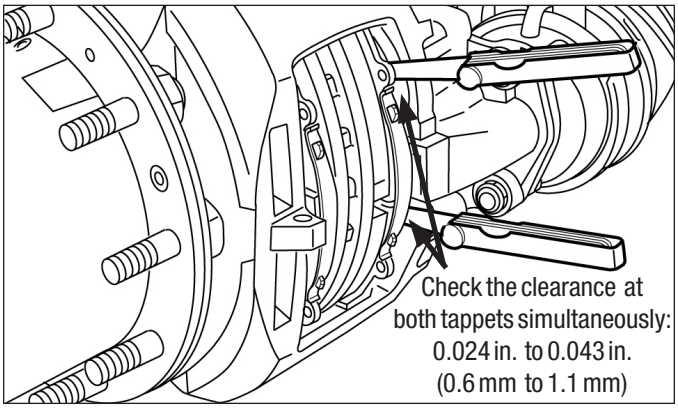

Figure 16 – Running Clearance Check
Remove the wheel. With the spring brakes released or caged, push the caliper assembly inboard on its guide pins. *Note: To fully release the spring brakes, ensure that the air system pressure is at least 90 psi.* Using a suitable tool (for example a large flat-blade screwdriver), press the inboard pad (12) away from the tappets. Check that there is no dirt, etc. in the gap, and clean if necessary. Then use two long-blade feeler gauges to measure – over the whole tappet surface – the gap between them and the inboard pad backplate. (*See Figure 16.*) The gap should be between 0.024 in. (0.6 mm) and 0.043 in. (1.1 mm). **If the gap is within the range given, the test is complete.**